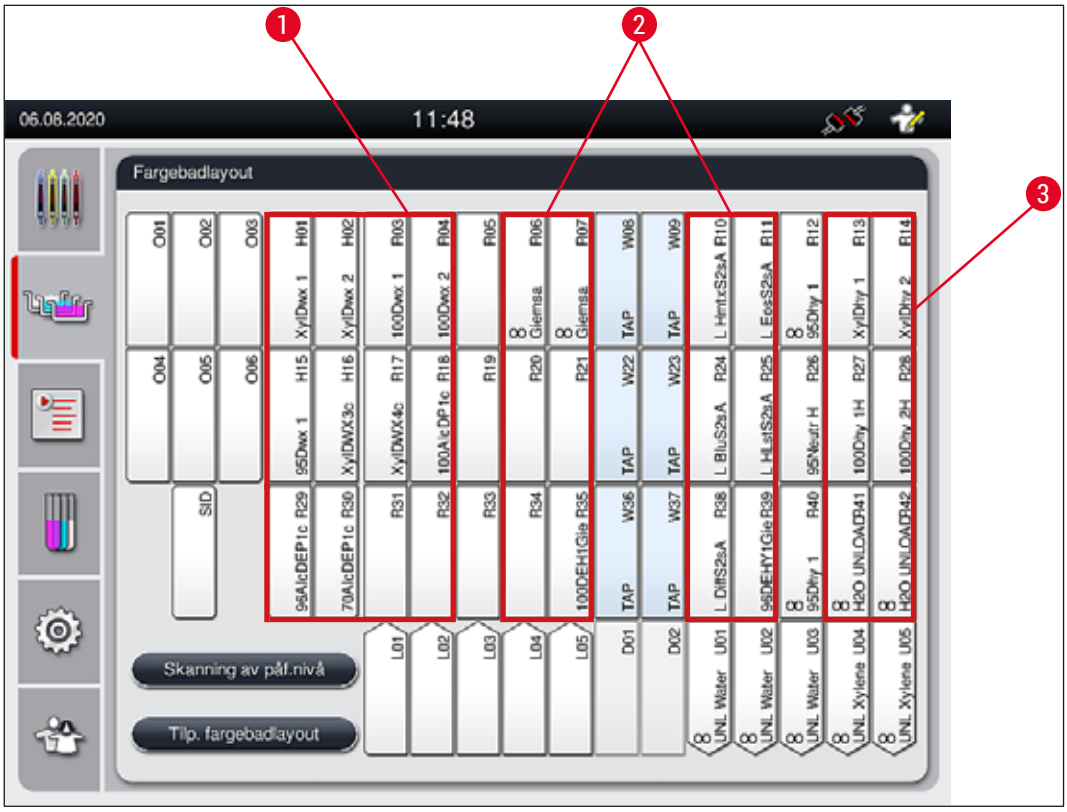

Fig. 40
- Fargereagenser som krever etterfølgende skyllevannstrinn, plasseres ved siden av skyllevannsbeholderne (→ "Fig. 40").